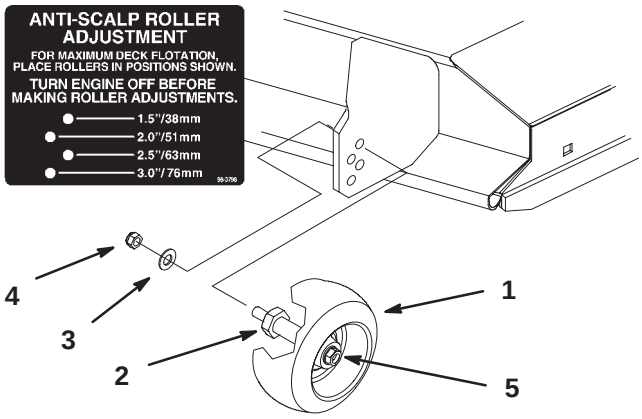

Figure 22
2. Lorsque la hauteur de coupe est réglée, enlevez l’écrou à collerette et la rondelle élastique tout en maintenant le goujon avec une clé (Fig. 22).
Note: N’enlevez pas l’écrou et la rondelle de la roue (Fig. 22).
3. Choisissez le trou pour que la roue de jauge se trouve le plus près possible de la hauteur de coupe correspondante voulue (Fig. 22).
4. Remettez l’écrou à collerette et la rondelle élastique. Serrez à 54,2–61,0 Nm (40–45 pieds-livres) (Fig. 22).